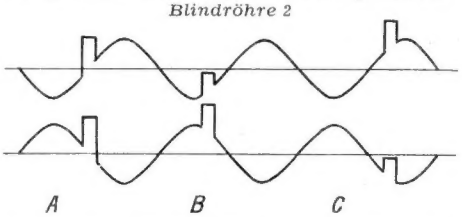

Bild 12. Wirkungsweise der Schaltung nach Bild 11; zwei um 180° phasenverschobene Sinusspannungen werden mit dem Synchronisierimpuls verglichen
Mittels des Übertragers T werden die um 180° verschobenen Sinusspannungen erzeugt, an die Dioden gelegt und der Mitte des Übertragers T der Synchronisierimpuls zugeleitet. Der Punkt A erhält eine negative Vorspannung, die den richtigen Arbeitspunkt für die Phasenschieberröhre 2 einstellt. Am Punkt B wird die Regelspannung abgenommen. Diese ist gleich Null, wenn der Impuls nach **Bild 12** bei A auf der Flankenmitte der Sinusspannung steht. Die gleichgerichteten Teilspannungen der Dioden heben sich dann auf.
Wandern die Synchronisierzeichen in Bild 12 von der Mitte zur linken Seite (B), so entsteht eine positive Regelspannung, während Impulse, die nach rechts wandern, eine negative Regelspannung erzeugen (C). Wenn die Frequenz der Synchronisierzeichen kleiner ist als die des Resonanzkreises, so erscheint eine positive Spannung am Gitter der Phasenschieberröhre. Sie steuert die Frequenz des Schwingkreises zu kleineren Werten; dadurch werden der Frequenzunterschied und die Regelspannung geringer, bis es zu einem Gleichgewichtszustand kommt. Umgekehrt tritt auch eine Regelung ein, wenn die Oszillatorfrequenz sich verändert.